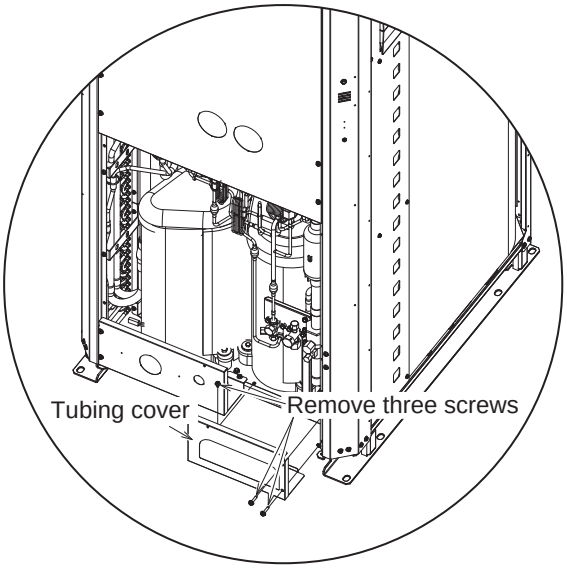

Fig. 2-22c
(2) If the tubing is routed out from the bottom, use cutting pliers or a similar tool to cut out the tubing outlet slit (part indicated by ▨) from the tubing cover. (Figs. 2-22c and 2-23b)